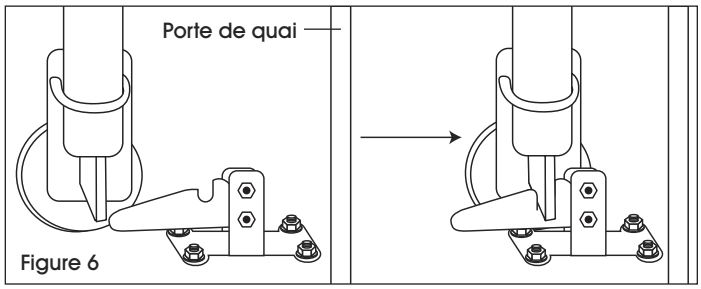

Figure 6
REMARQUE : Vérifiez que la plaque de pied est bien installée afin que l'ensemble de roulette puisse se verrouiller en place lors de la fermeture de la porte. (Voir Figure 6)
10. Verrouillez l'extrémité roulante de la barrière de sécurité pour quai dans la plaque de pied lorsqu'elle n'est pas utilisée. (Voir Figure 6)